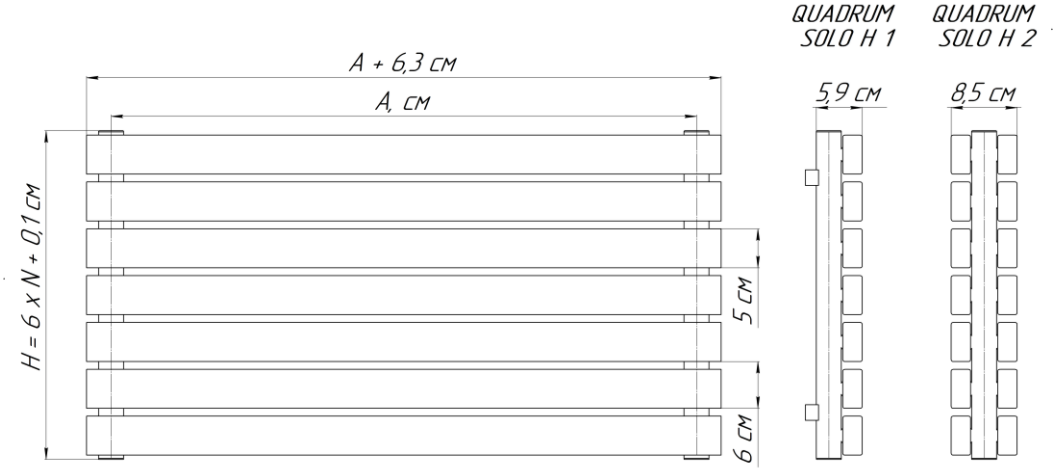

Рис. 1. Радиатор «QUADRUM SOLO H», где: A – межцентровой размер, см; N – количество секций; H – габаритная высота, см.
2.1. Основные размеры и параметры радиаторов приведены на Рис.1 и в Таблице №1.